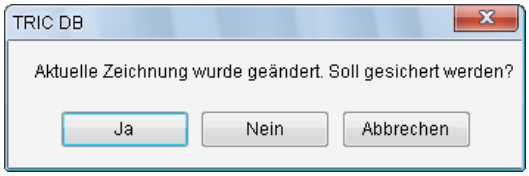

Bild 18.22 – Bevor die Zeichnungsverwaltung gestartet wird, fragt TRIC nach der Sicherung des aktuellen Blattes.
- Kehren Sie in die *Zeichnungsverwaltung* zurück. Bejahen Sie in diesem Fall die Anfrage nach *Sicherung* des Blattes (Abb. 18.22).